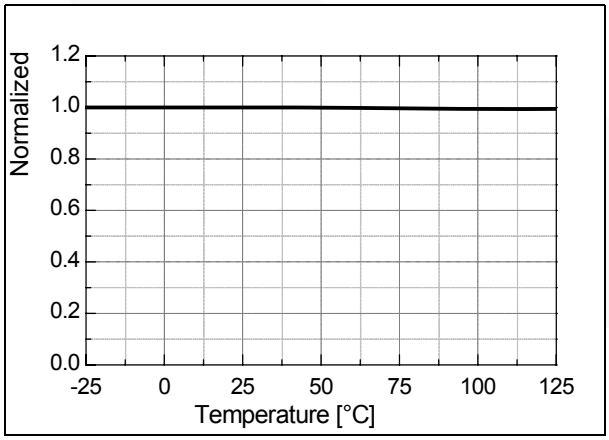

Figure 29. Sync High Threshold Voltage 2 (V_{SH2}) vs. T_A
4.1 Overload Protection (OLP): Overload is defined as the load current exceeding its normal level due to an unexpected abnormal event. In this situation, the protection circuit should trigger to protect the SMPS. However, even when the SMPS is in the normal operation, the overload protection circuit can be triggered during the load transition. To avoid this undesired operation, the overload protection circuit is designed to trigger only after a specified time to determine whether it is a transient situation or a true overload situation. Because of the pulse-by-pulse current limit capability, the maximum peak current through the SenseFET is limited, and therefore the maximum input power is restricted with a given input voltage. If the output consumes more than this maximum power, the output voltage (V_O) decreases below the set voltage. This reduces the current through the opto-coupler LED, which also reduces the opto-coupler transistor current, thus increasing the feedback voltage (V_{FB}). If V_{FB} exceeds 2.5V, D1 is blocked and the 5μA current source starts to charge CB slowly up to V_{CC}. In this condition, V_{FB} continues increasing until it reaches 6V, when the switching operation is terminated, as shown in Figure 29. The delay time for shutdown is the time required to charge C_{FB} from 2.5V to 6V with 5μA. A 20 ~ 50ms delay time is typical for most applications.